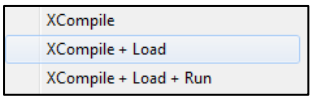

Figure 5: Right-click menu
2. To compile and load a *smart* BASIC application, right-click in the main UWTerminal window and select **XCompile + Load** (Figure 5).